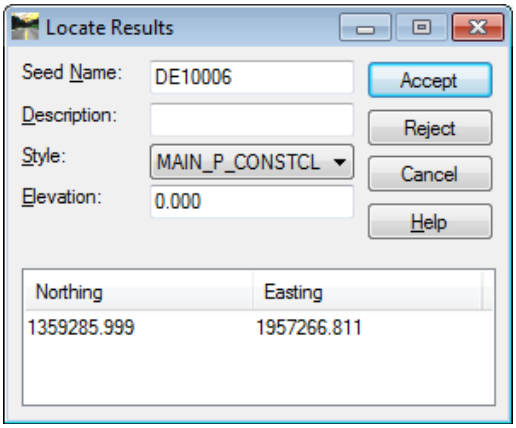

Figure L3-24 Locate Results
30.	• In the **Intersection** dialog, click **Apply**. The **Locate Results** dialog opens and the Point is highlighted in MicroStation in purple. • In the **Locate Results** dialog, change the **Style:** to ***MAIN_P_CONSTCL***. • Verify your entries match those shown in *Figure L3-24*.